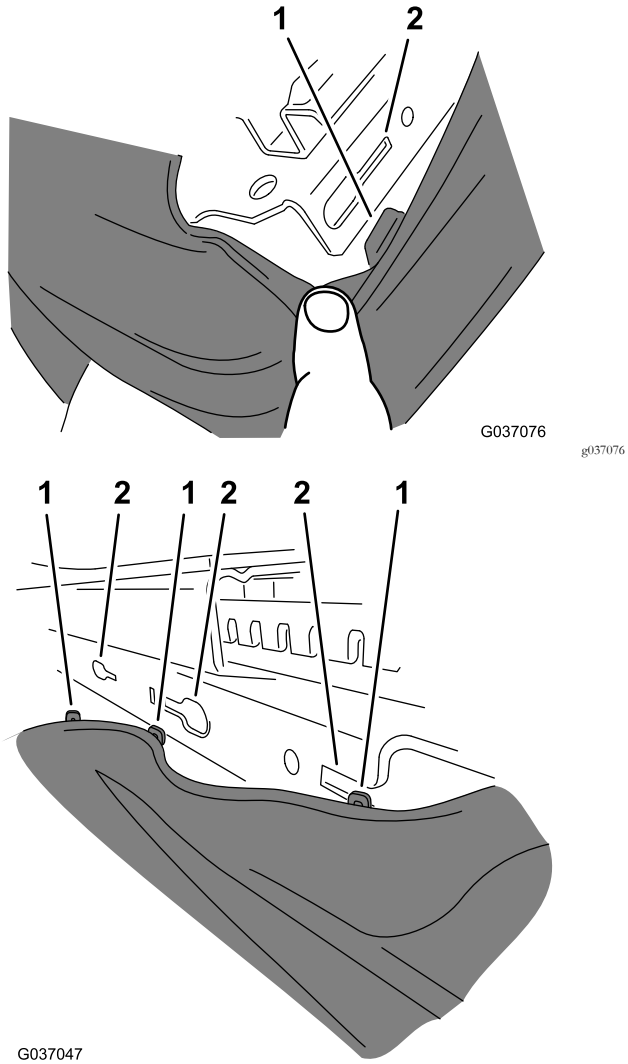

Figura 9
3. Retire la cubierta de la base del asiento del siguiente modo (Figura 9).